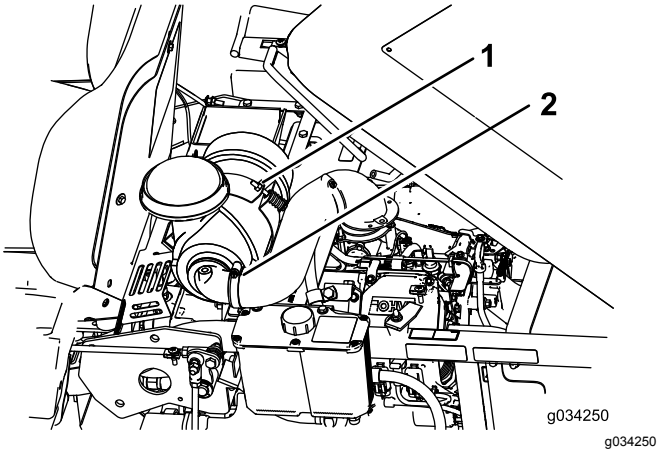

Figuur 32
2. Maak de bevestigingsbout van het luchtfilter los (Figuur 32).
3. Maak de slangklem los en verwijder het luchtfilter (Figuur 32).